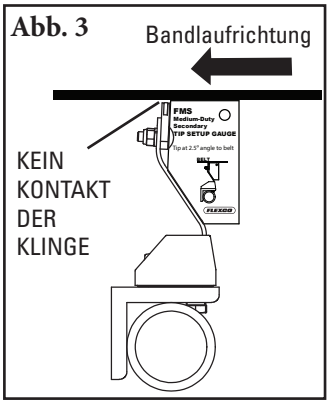

Abb. 3
3. **Blattneigung einstellen.** Abstreifblatt/Steckachse auf dem Band vermitteln. Die Steckachse drehen, bis sie mit der mitgelieferten Einstellschablone übereinstimmt (Abb. 3). Die Schraube der Steckachsenklemme an beiden Steckachsenhalterungen festziehen, um sie in der Stellung zu fixieren. Verwenden Sie den Inbusschlüssel, um die Stellschraube zu arretieren. Während des Fixierens in der richtigen Stellung darf das Abstreifblatt das Band nicht berühren. Falls es doch einen Kontakt gibt, die Maße aus Schritt 1 überprüfen.